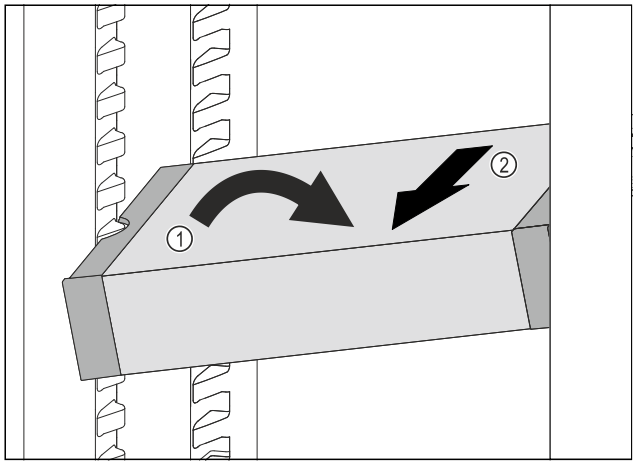

Fig. 149
▶ VarioSafe in het koelgedeelte schuin zetten. *Fig. 149 (1)*
▶ VarioSafe naar voren toe verwijderen. *Fig. 149 (2)*